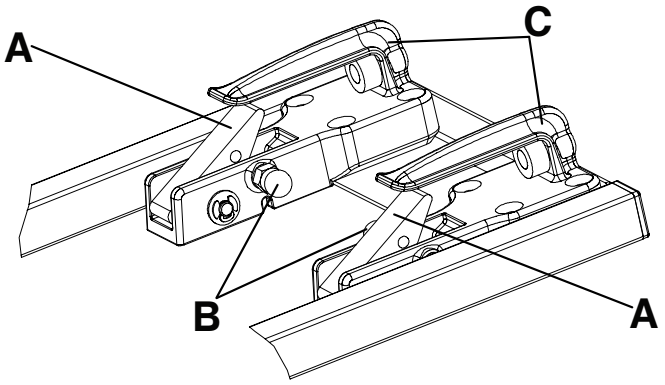

Figura 18 – Dispozitiv de blocare în două etape
Notă - Carcasa zăvorului capătului pentru picioare este echipată cu un dispozitiv de blocare în două etape (Figura 18). Atunci când targa este blocată în dispozitivul de fixare, butonul de eliberare roșu va reveni la poziția sa inițială.
Pentru a elibera targa din dispozitivul de blocare în două etape, trageți ambele butoane de eliberare roșii (B) de pe partea internă a cârligelor de fixare frontale (C) (Figura 18).